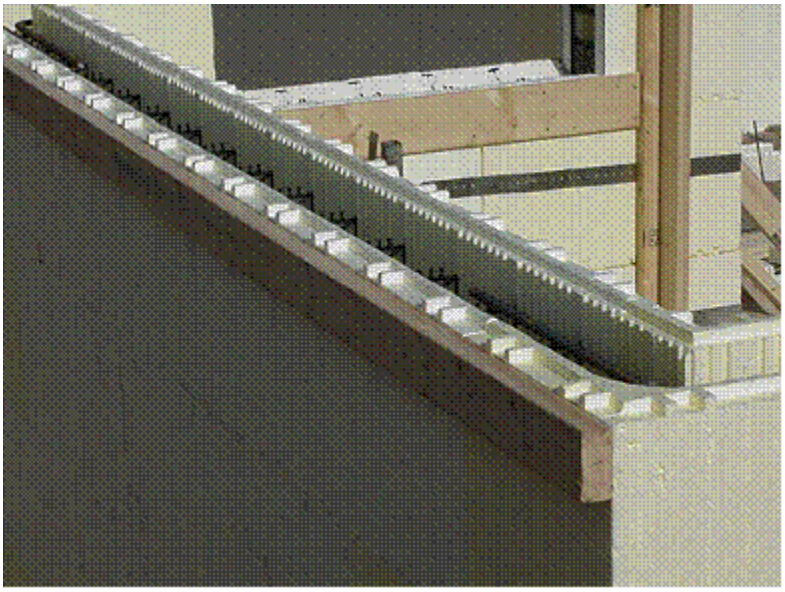

Figure 22: Photograph illustrating a ribbon line.
8. Attach the corner block to the adjacent standard blocks using Advantage ICF multi-straps as described in figure 22.